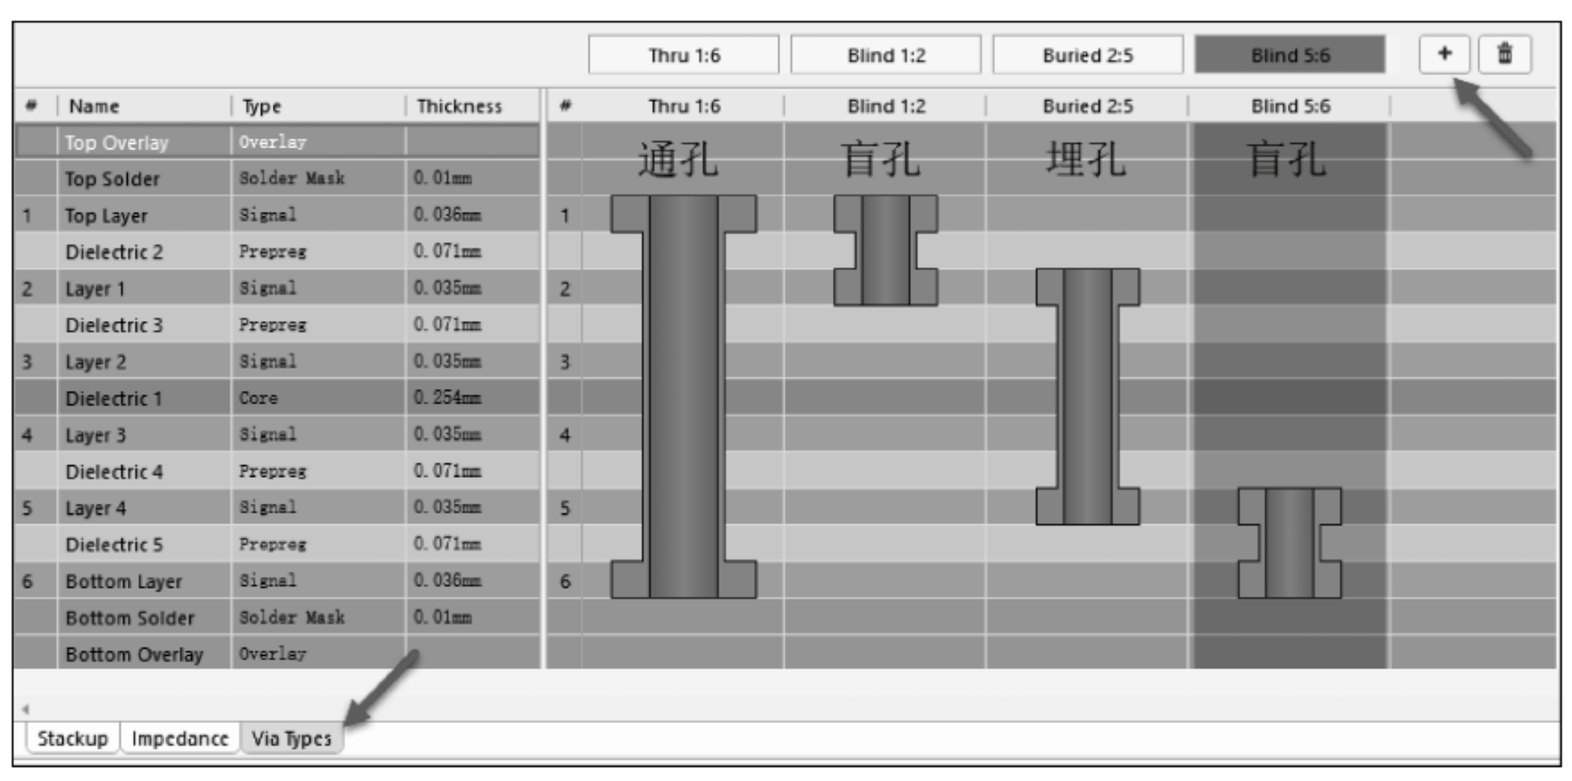

图 1-282 添加过孔类型
(1) 在 Altium Designer 19 中实现盲埋孔设计，首先按快捷键 D+K 进入层叠管理器，单击左下角的 Via Types 按钮，添加过孔的类型，如图 1-282 所示。